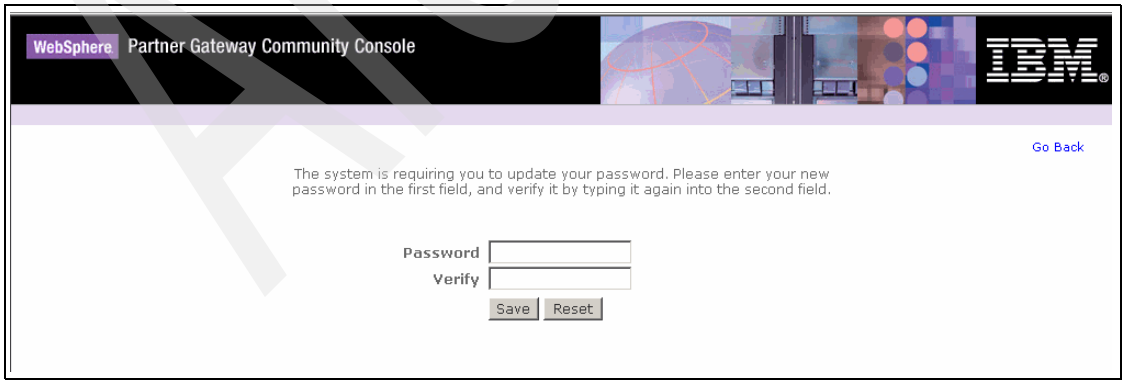

Figure 5-45 Change password
3. Because the password is expired, you are forced to change it immediately. Enter a new password (Figure 5-45) and click **Save**.